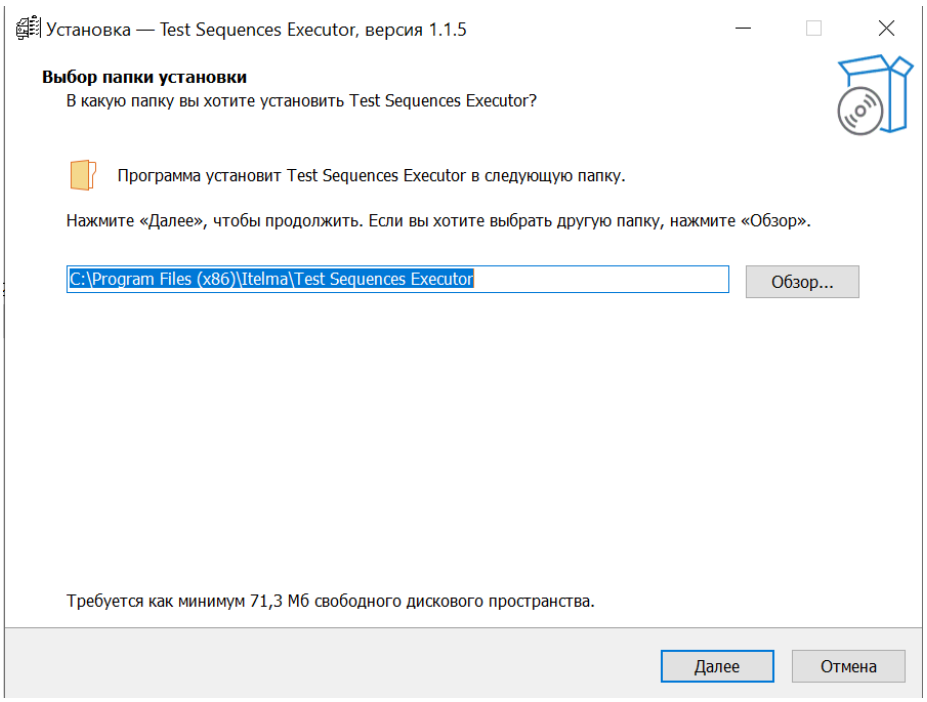

Рисунок 4.2. Окно выбора пути для установки приложения.
1. В следующем окне укажите папку на локальном диске, в которую будет установлено приложение (Рисунок 4.2).